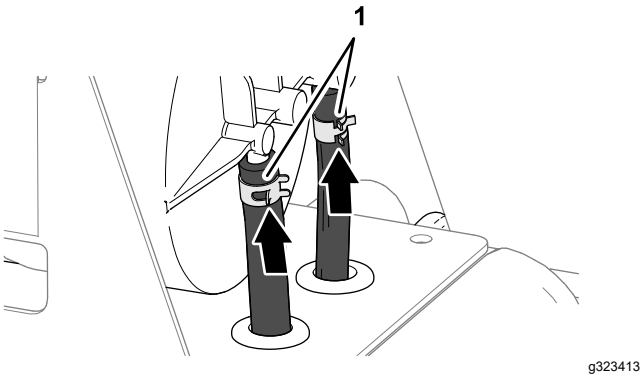

Figuur 88
4. Bevestig de slangen met de klemmen aan de fittings (Figuur 88).